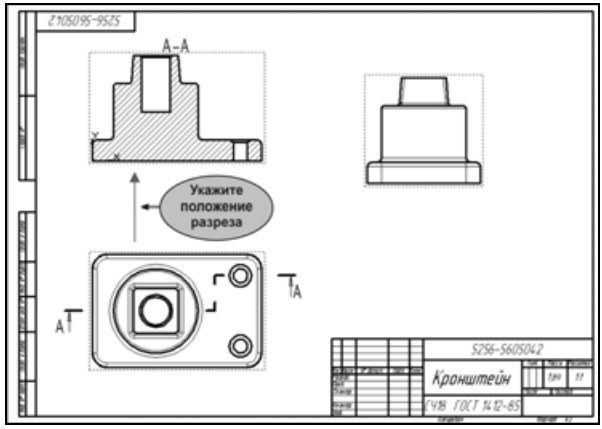

Рис. 3.27
- Нажмите кнопку **Показать все** на панели **Вид**. Ассоциативные виды располагаются на чертеже в проекционной связи, что ограничивает возможность их взаимного перемещения. Так, строящийся вид автоматически выровнен вертикально по виду сверху[1]. Укажите приблизительное положение по горизонтали фантома разреза (рис. 3.27). Система создаст новый вид с именем **Разрез А-А** и сделает его текущим.